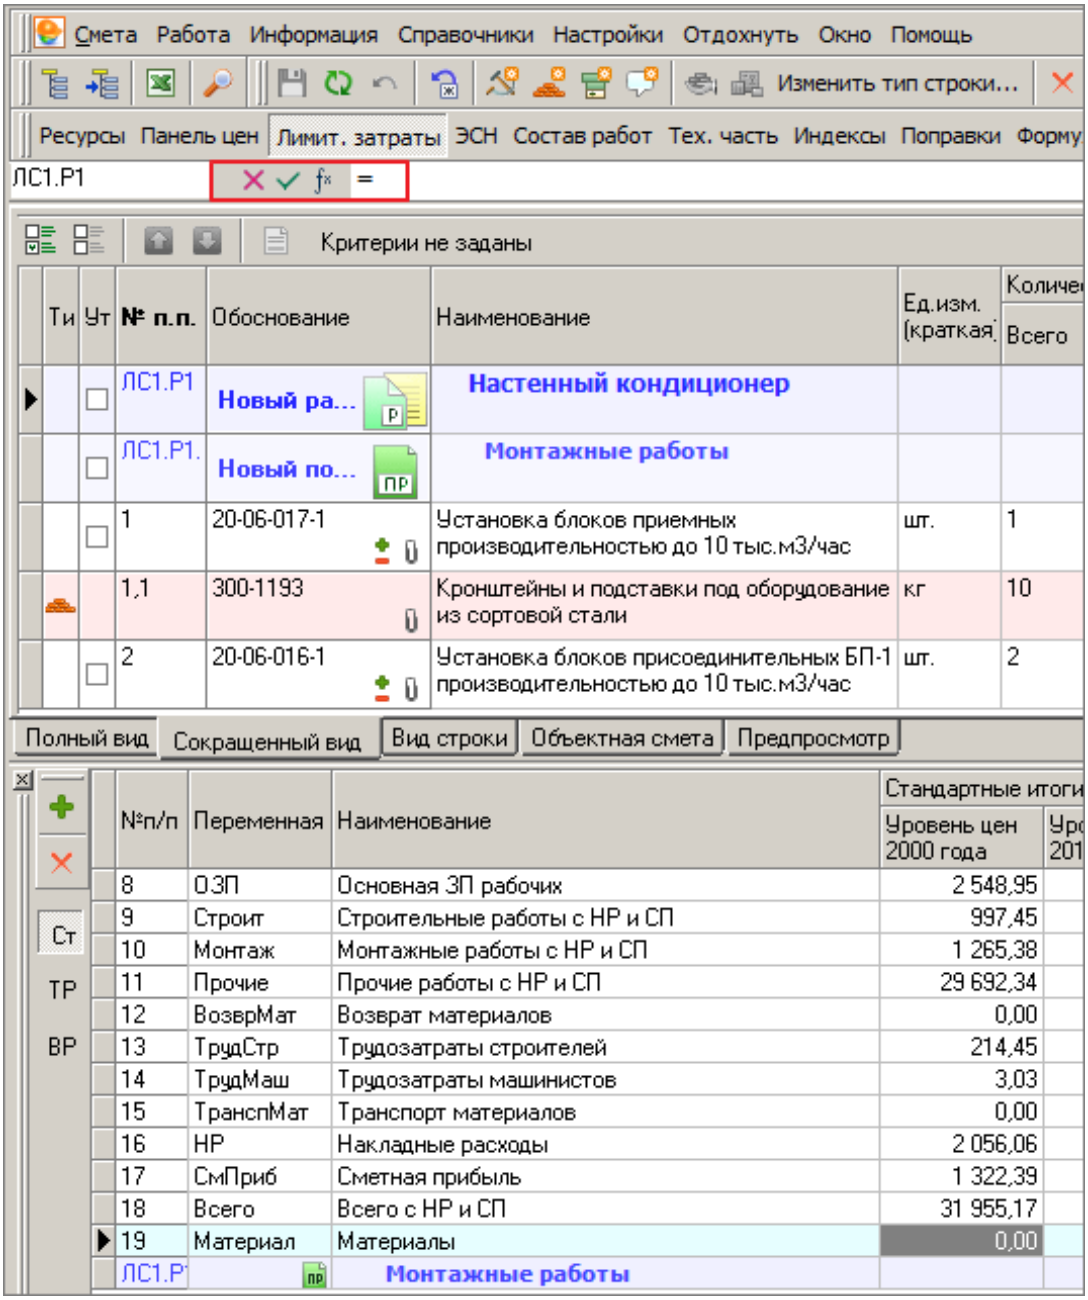

Рис. 1. Запуск мастера формул
26. Переместить фокус ввода на колонку со значением итога (в любом уровне цен) и нажать клавишу **<=>**. Комплекс откроет панель редактирования формул. Для запуска мастера формул необходимо нажать кнопку - **Вставка функции** (см. рис. 1).